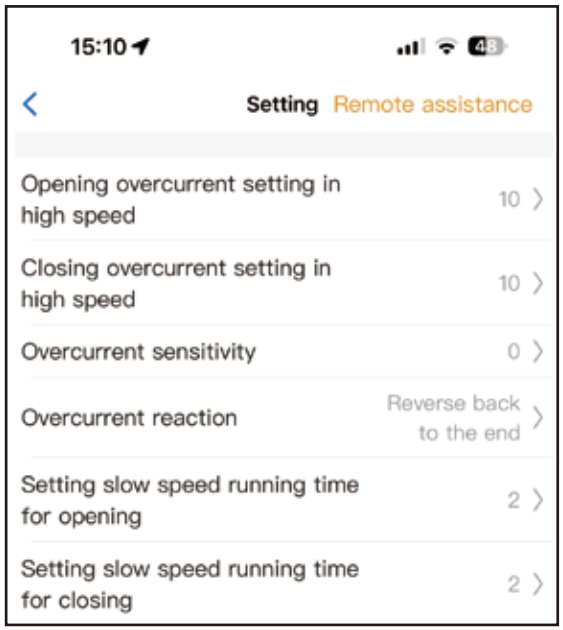

Fig 12
Étape 2. Réglez les paramètres sur l'APP. (Fig 12)